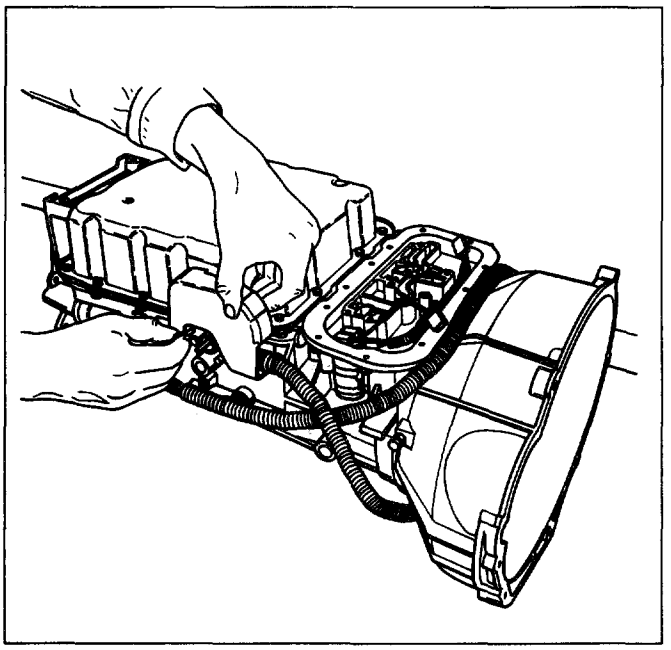

Fig. 7A-61
3. Mode switch and transmission harness (Fig. 7A-61).
2. **O-ring (Fig. 7A-59)**
1. **Torque converter (Fig. 7A-59)**